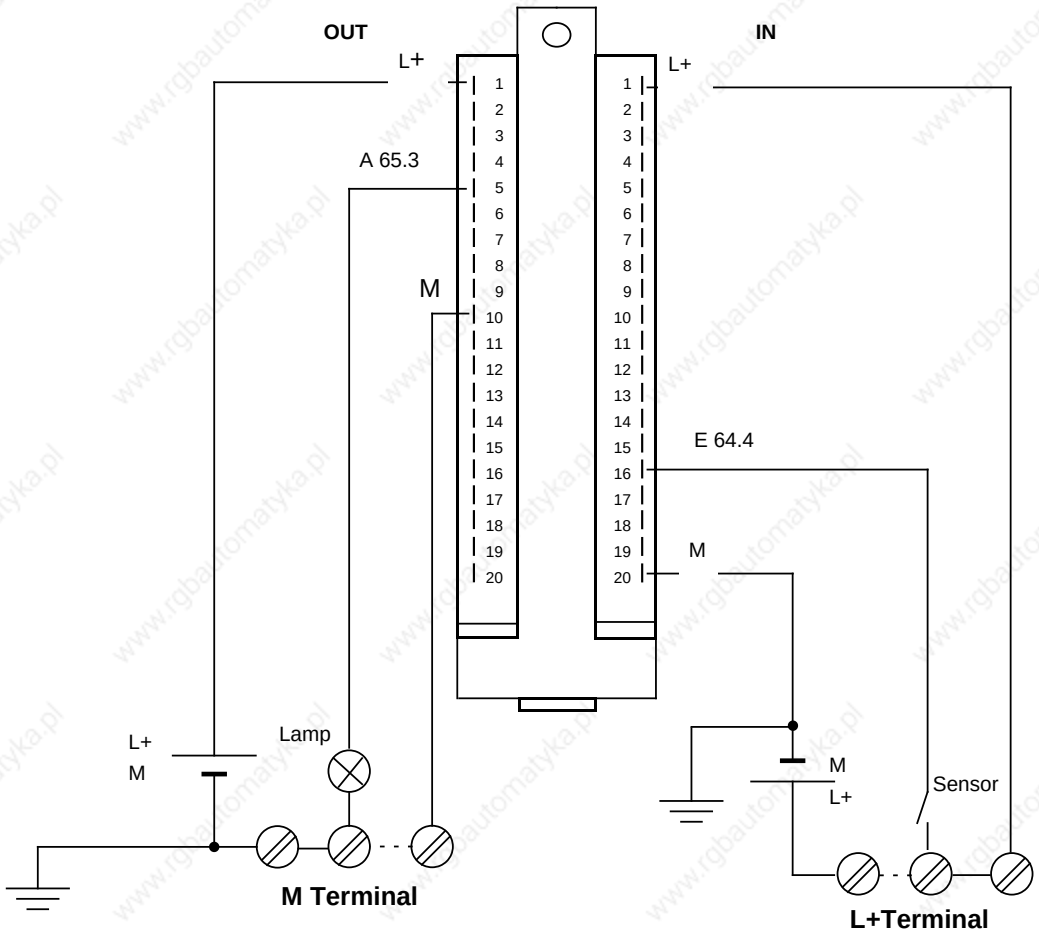

**Figure 3-17. Connecting a Sensor and a Load to Digital Input/Output Module 482**
**Example:** The start address for the modules is 65.3. Inputs and outputs have the same address. A sensor is to be connected to input I 64.4 and a lamp to output Q 7.3. Figure 3-17 illustrates the wiring on the front connector.